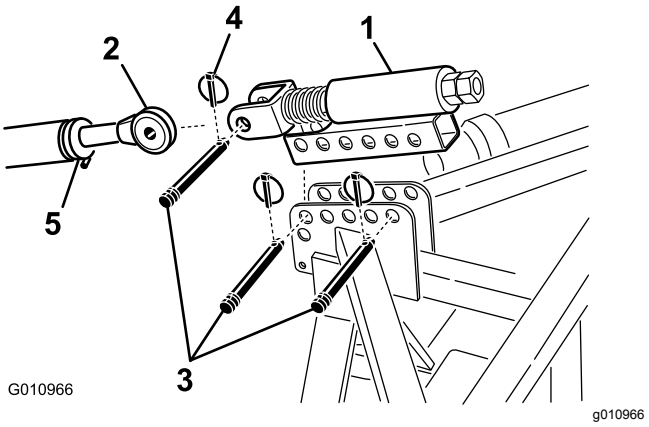

Rysunek 9
1. Zamocuj górny łącznik ze sprężyną do wspornika aeratora, używając 2 sworzni łącznika oraz zawleczek (Rysunek 9).
2. Poluzuj nakrętkę zabezpieczającą na górnym łączniku traktora. Wyreguluj długość górnego łącznika tak, aby sięgał do jarzma na górnym łączniku ze sprężyną po stronie aeratora (Rysunek 9).
3. Zamocuj górny łącznik traktora do jarzma na górnym łączniku ze sprężyną i zabezpiecz połączenie sworzniem łącznika i zawleczką (Rysunek 9).
6. Obracaj górny łącznik, aż sprężyna zostanie ściśnięta o około 13 mm (Rysunek 9).